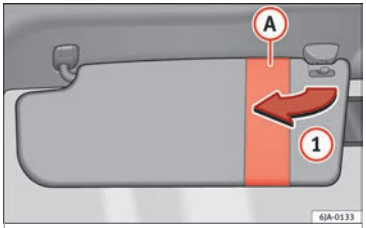
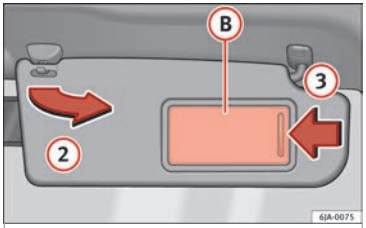

Fig. 54 Driver's sun visor.
Fig. 55 Front passenger's sun visor.
The sun visors for the driver and the front passenger can be pulled out of their central supports and turned towards the doors in the direction of arrow (1) »» **Fig. 54** and (2) »» **Fig. 55** respectively.
The front passenger sun visor includes a vanity mirror (B) with a cover. The cover is opened by sliding it in the direction indicated by arrow (3) »» **Fig. 55**.